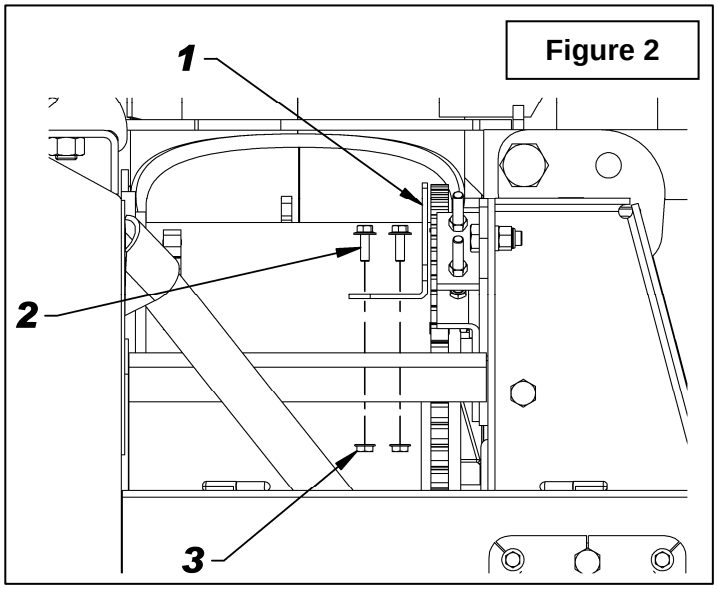

Figure 2
1. **Figure 2:** Remove the gear protector (item 1) by unscrewing the two 5/16"NC x 1" lg serrated flange bolts (item 2) and the two 5/16"NC serrated flange nuts (item 3).
8. **Figure 2:** Reinstall the gear and the gear protector (item 1).